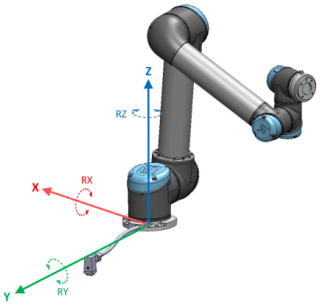

图 13.1: 基本特征
- 基本特征：通过机器人基座中心的原点定位（参见图 13.1）